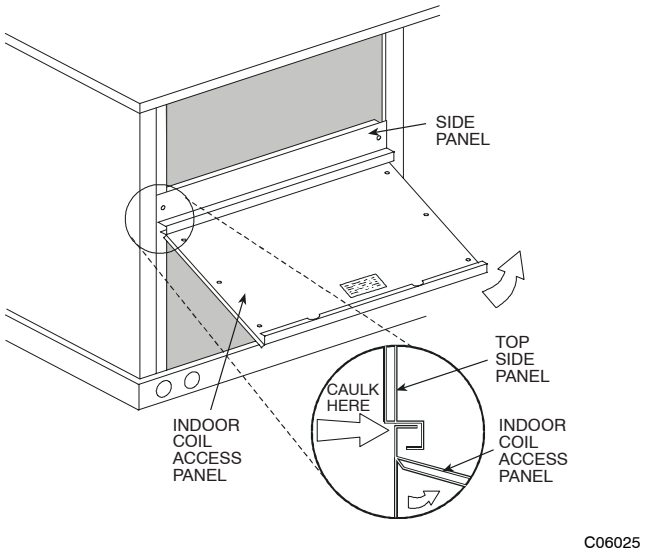

Fig. 10 - Indoor Coil Access Panel Relocation
1. The indoor coil access panel will be used as the top of the hood. Remove the screws along the sides and bottom of the indoor coil access panel. See Fig. 10.
6. Caulk the ends of the joint between the unit top panel and the hood top. See Fig. 10.